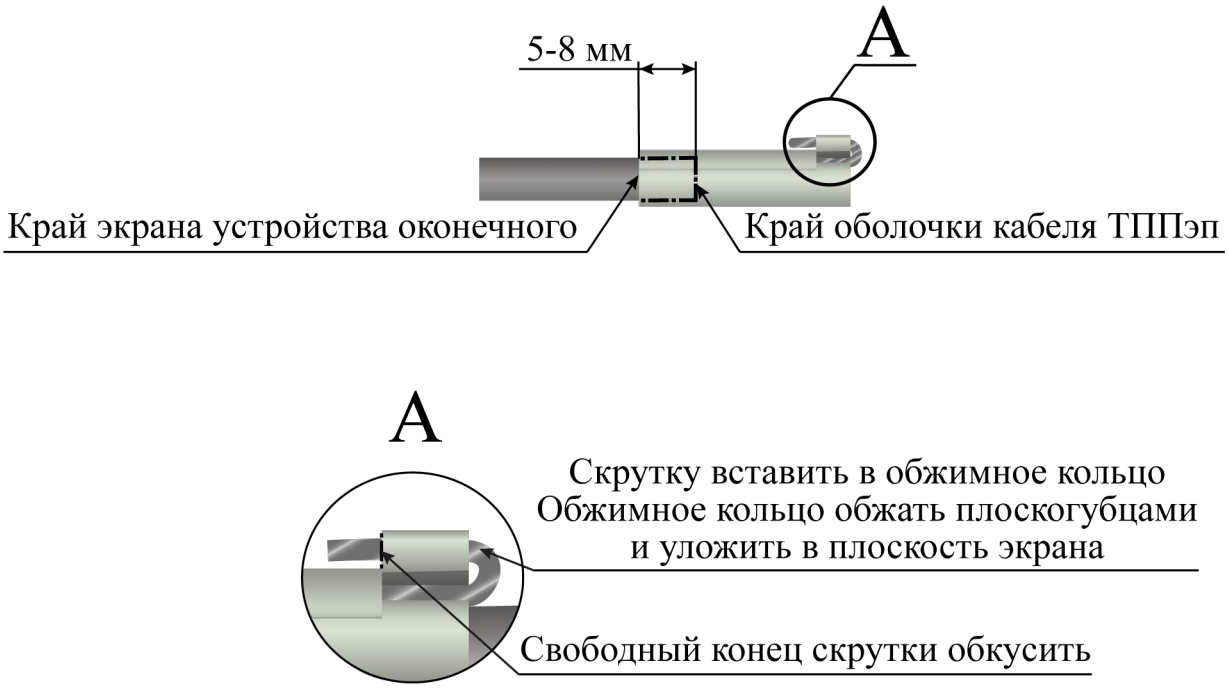

Рисунок 4.11
– скрутку экранного проводника и вывода резистора вставить в обжимное кольцо экрана устройства оконечного, продеть и обжать плоскогубцами. Свободный конец скрутки обкусить (рисунок 4.11);
– обжатое кольцо экрана устройства оконечного с помощью плоскогубцев прижать к плоскости экрана (рисунок 4.11);